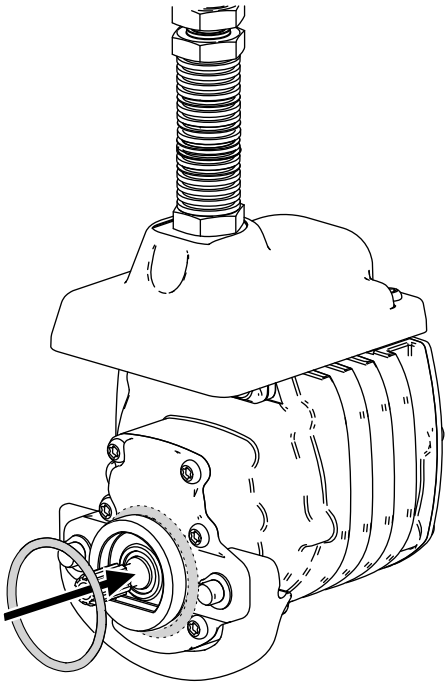

**Figur 8**
3. Monter en O-ring på hver knivcylindermotor som vist i Figur 8.